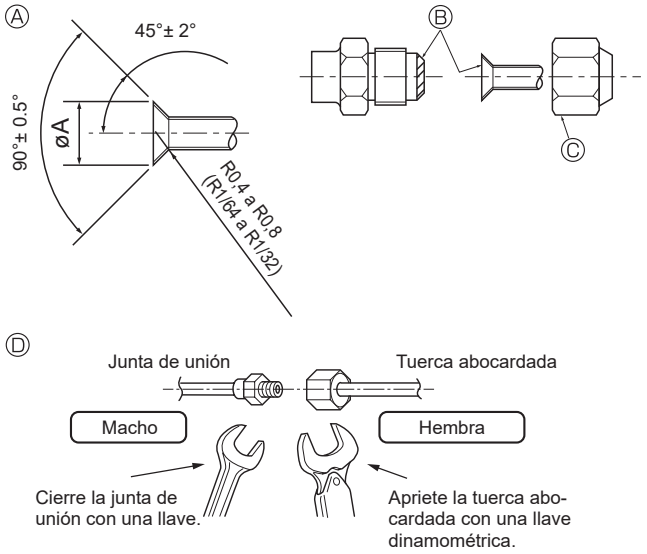

Fig. 4-1
4.2. Tubos de conexión (Fig. 4-1)